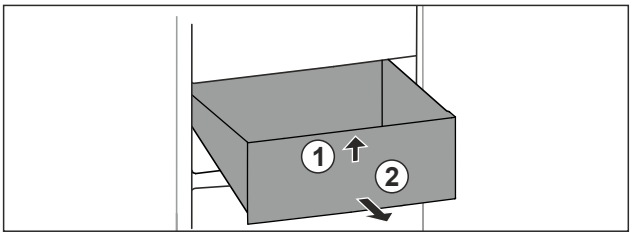

Fig. 93
▶ Soulever la partie avant du tiroir. *Fig. 93 (1)*.
▶ Retirer le tiroir par l'avant. *Fig. 93 (2)*